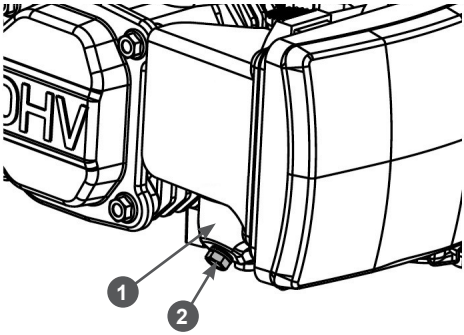

**Рис. 25. Слив топлива из карбюратора**
1. Установите под карбюратор 1 подходящую емкость (Рис. 25).
2. Открутите болт 2 сливного отверстия и слейте топливо из поплавковой камеры карбюратора (Рис. 25).